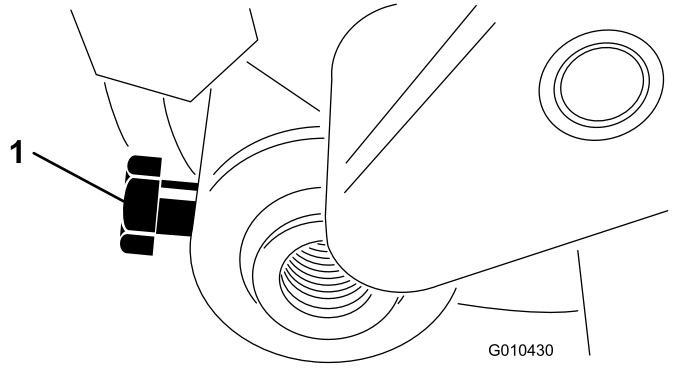

Figur 16
9. För in rullaxeln i vänster justerarm och fäst den löst med en bult (M6–1 x 12 mm) i enlighet med Figur 16.
4. Centrera rullen mellan justerarmarna och dra åt fästskruvarna (se Figur 16).